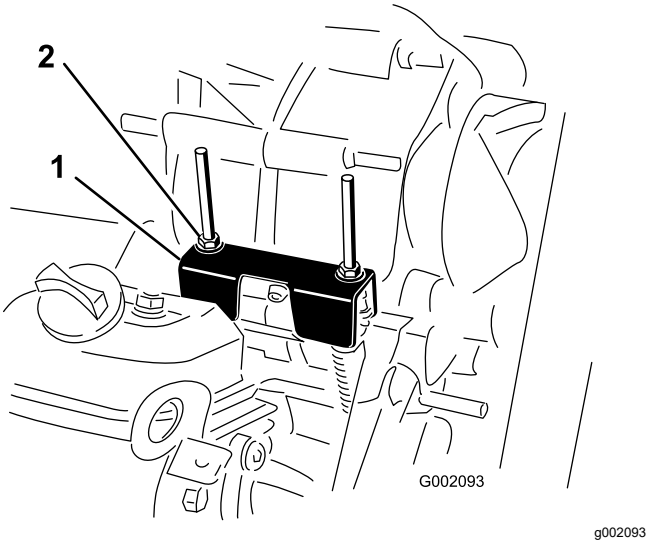

**Figura 62**
Para realizar operaciones de mantenimiento de rutina y/o diagnósticos del motor, debe ponerse el transeje en PUNTO MUERTO (Figura 62). El selector de marchas de la máquina dispone de una posición de PUNTO MUERTO, que controla el punto muerto del transeje. Deben tomarse las siguientes medidas para
2. Asegúrese de que la pletina de punto muerto está en posición de PUNTO MUERTO (nivelada respecto al soporte de montaje del cable situado debajo del soporte del cambio de marchas) girando el embrague arrastrado (Figura 62).
3. Gire una de las contratuercas (Figura 62) para obtener un espacio de 0,762 a 1,524 mm entre la parte inferior de la tuerca/arandela y la pletina de punto muerto.